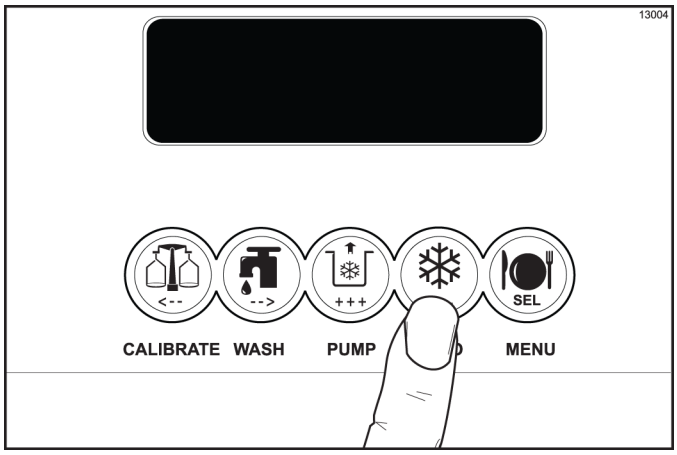

Figure 6-41
4. Press the AUTO key. (See Figure 6-41.)